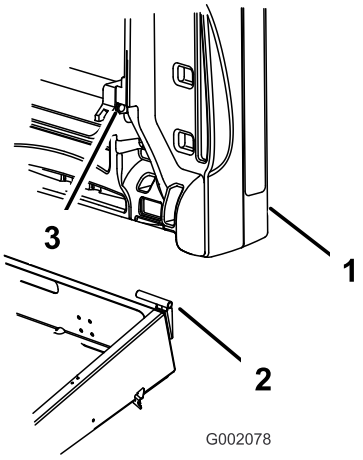

**Figure 9**
3. Slide the cargo box mounting hole onto the pivot bracket (Figure 9).